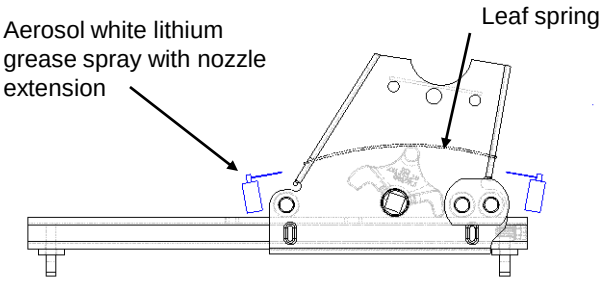

figure 7
2. Before installing 5TH WHEEL KWIK-SLIDE, leaf spring must be greased as shown using white lithium grease or equivalent (see figure 7). For best results, use aerosol white lithium grease with a spray nozzle extension. Make sure entire underside of spring is coated! Repeat this application monthly during use.